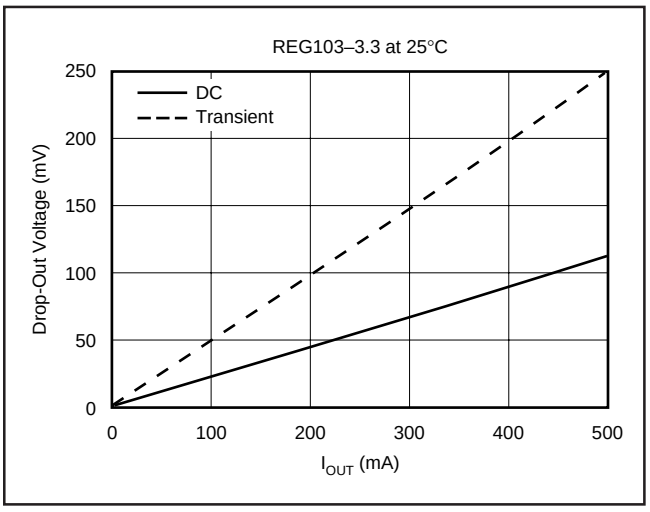

FIGURE 10. Transient and DC Dropout.
The REG103 uses an N-channel DMOS as the "pass" element. When the input voltage is within a few hundred millivolts of the output voltage, the DMOS device behaves like a resistor. Therefore, for low values of V_{IN} to V_{OUT}, the regulator's input-to-output resistance is the Rds_{ON} of the DMOS pass element (typically 230mΩ). For static (DC) loads, the REG103 will typically maintain regulation down to V_{IN} to V_{OUT} voltage drop of 115mV at full-rated output current. In Figure 10, the bottom line (DC dropout) shows the minimum V_{IN} to V_{OUT} voltage drop required to prevent drop-out under DC load conditions.
For large step changes in load current, the REG103 requires a larger voltage drop across it to avoid degraded transient response. The boundary of this "transient drop-out" region is shown as the top line in Figure 10. Values of V_{IN} to V_{OUT} voltage drop above this line insure normal transient response.